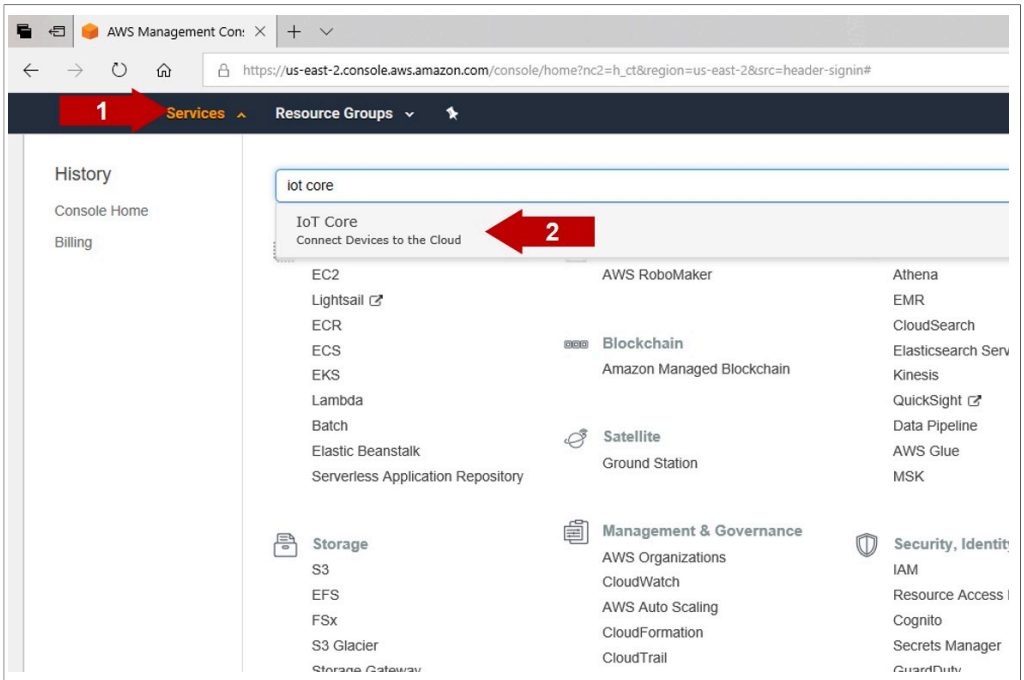

Figure 11. AWS Management Console - AWS IoT Core
10. To get started with AWS IoT Core, click *Services* and then *IoT Core* from the AWS Management Console as shown in Figure 11: